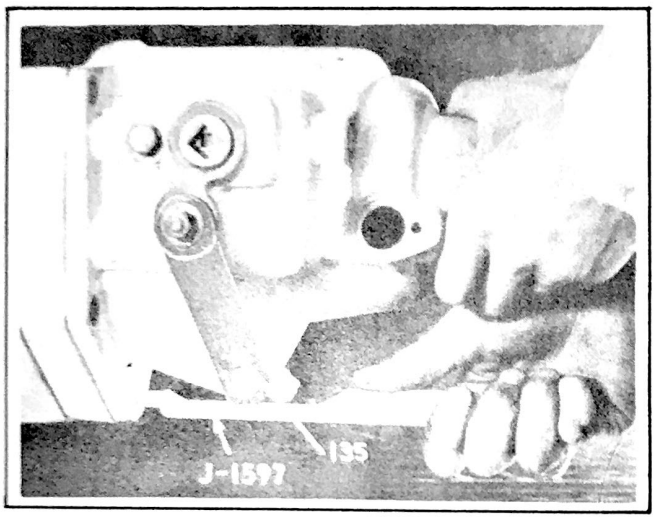

Figure 269 - Aligning Overdrive
CONTROL WIRE ADJUSTMENT. The overdrive control wire is adjustable for length at the control lever (135) Fig. 269 on the left side of overdrive housing. The wire at the binding screw should be released and the control lever on the housing moved back as far as possible. With the lever in this position the overdrive unit is in the engaged position. Move control button in as far as it will go and then pull out approximately 1/8". This clearance must be maintained between the end of the button and the control wire casing bracket when the binding screw is tightened to insure full engagement of the clutch hub sleeve.